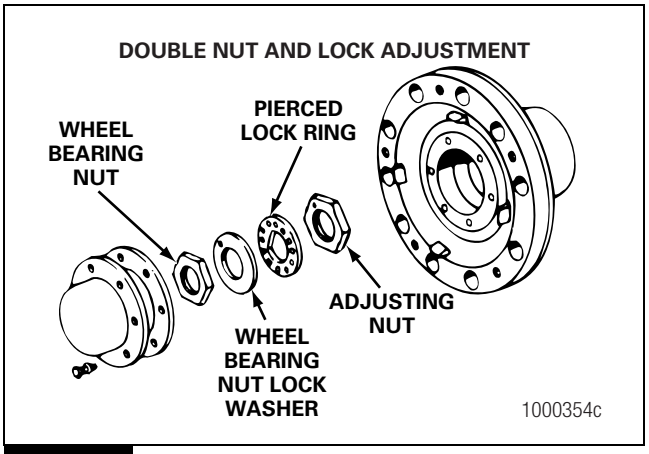

Figure 4.1
A. For double nut and lock fasteners, bend the tabs of the flattened lock washer away from the wheel bearing nut and the adjusting nut. Figure 4.1.
B. Remove the wheel bearing nut, the lock washer, the pierced lock ring and the adjusting nut from the knuckle. Figure 4.1.